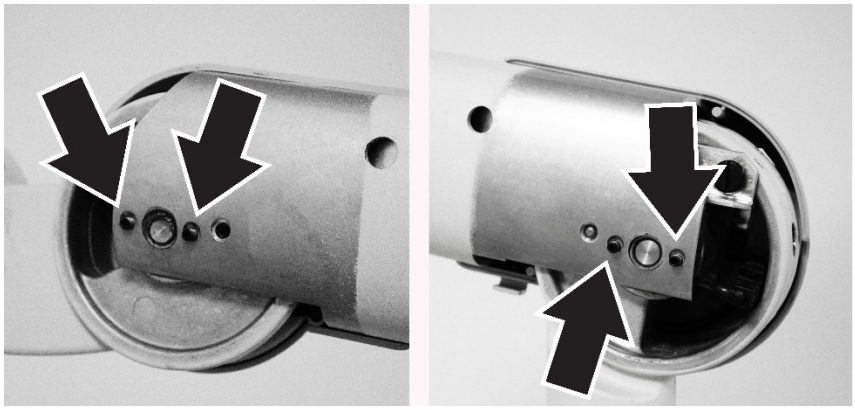

Figure 99 Articulating Arm, Outer Section Friction Screws
3. Use a 2 mm Allen wrench to loosen the four friction adjustment screws for the outer section of the Articulating Arm (Figure 99).